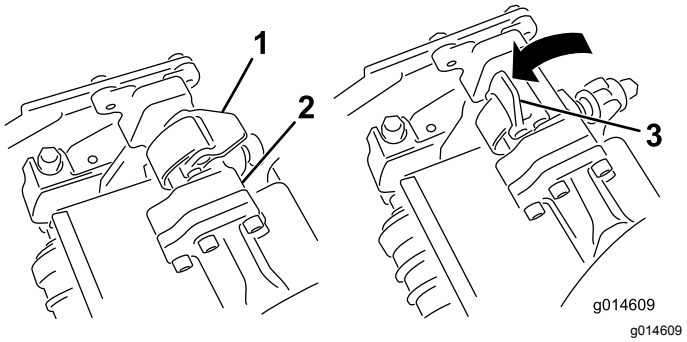
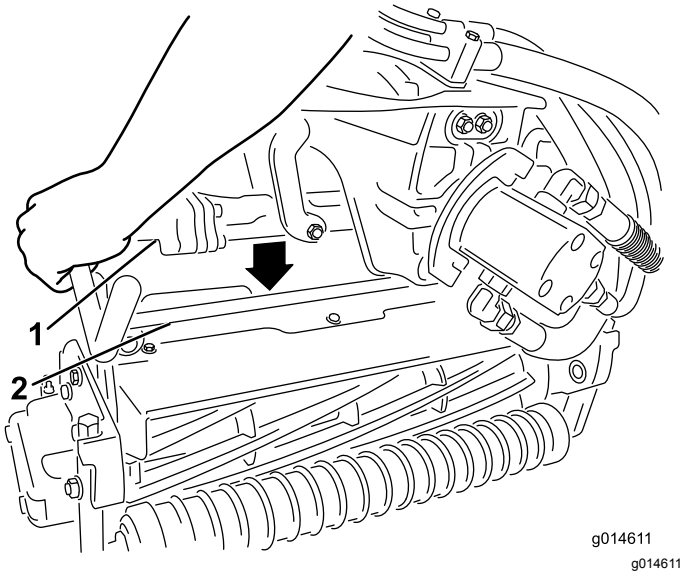

Figur 12
Figur 13
9. Åpne låsene på hjulopphengsarmbøylen slik at de peker opp (dvs. at de er åpne) (Figur 12), og trykk hjulopphengsarmen ned så bøylen ligger over klippeenheten (Figur 13).
10. Skyv låsene ned og rundt klippeenhetsbøylen og lås dem slik at de sitter på plass (Figur 12).